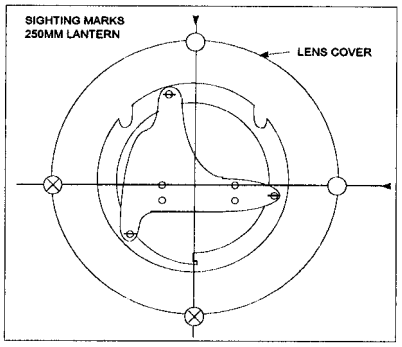

Figure 2-9
b. With lantern open, look into the lens cover. Rotate the lens cover until one of the focus knobs is aligned with one set of sighting marks. See Figure 2-9.